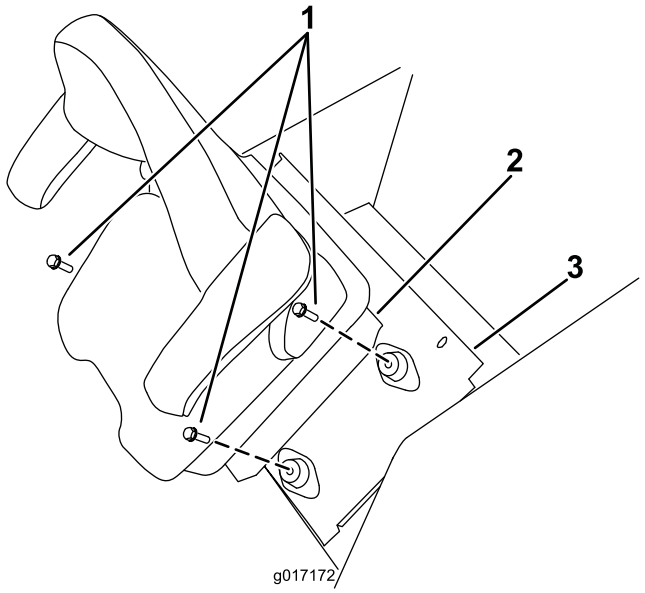

Bild 2
6. Entfernen Sie die Schrauben, mit denen das Sitzunterteil an den Sitzbefestigungen und der Sitzplatte befestigt ist. Heben Sie den Sitz und das Sitzunterteil von der Maschine ab (Bild 2).